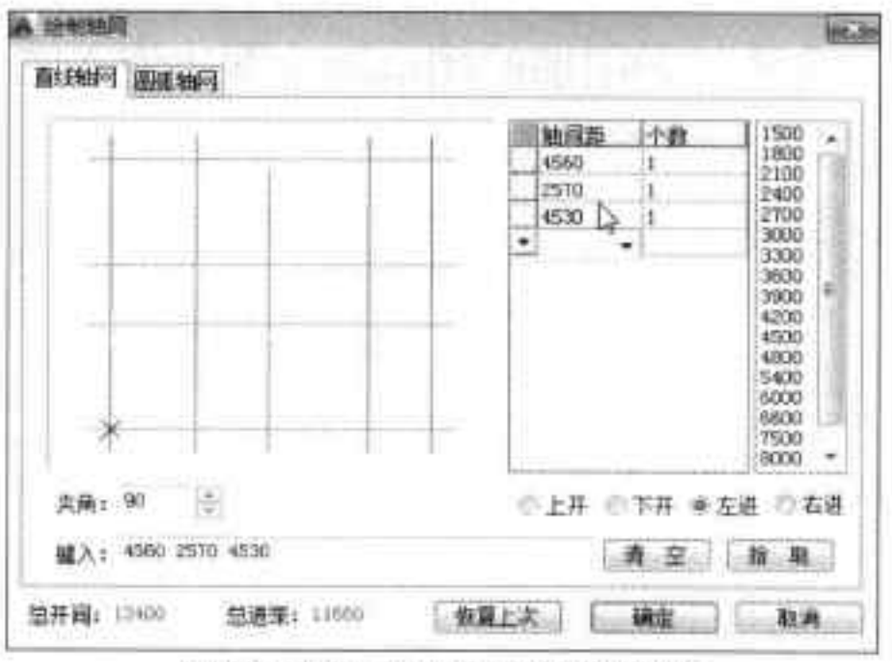

图16-121 输入“左进”轴线值
Step04 单击“左进”单选按钮，并在“轴间距”列表中，输入相应尺寸值，如图 16-121 所示。